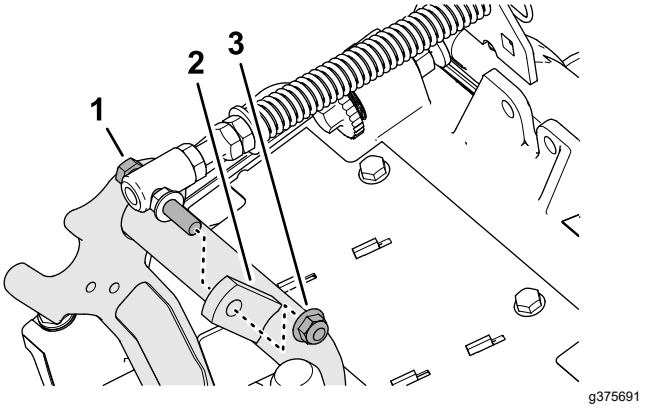

Figuur 8
3. Verwijder de flensborgmoer (⅜") waarmee de tapbout van de gazoncompensatieveer is bevestigd aan de rechterlip van het draagframe, en verwijder de compensatieveer van de maai-eenheid (Figuur 8).